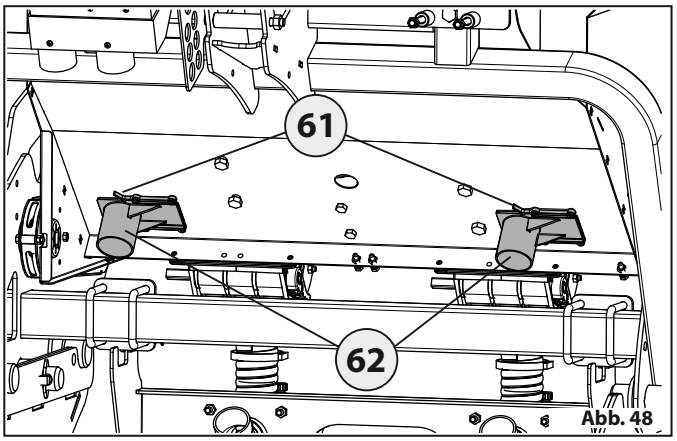

Abb. 48
- Den Feststeller der Verschlussschraube **61** leicht anheben und den Verschluss der Ablassöffnung **62** „Abb. 48" öffnen.